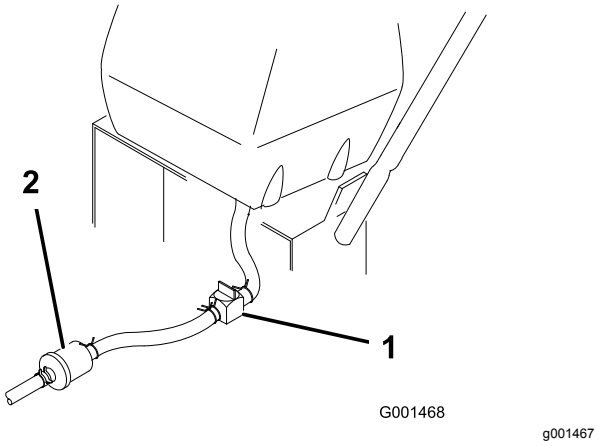

Figur 30
3. Stäng bränslekranen vid bränsletanken (Figur 30).
4. Kläm ihop ändarna på slangklämman och dra den uppåt på bränsleslangen bort från bränslefiltret (Figur 30).
5. Dra av bränsleslangen från bränslefiltret (Figur 30). Öppna bränslekranen och låt bränslet rinna ut i en bensindunk eller ett avtappningskärl.
7. Stäng bränslekranen vid bränsletanken (Figur 30).